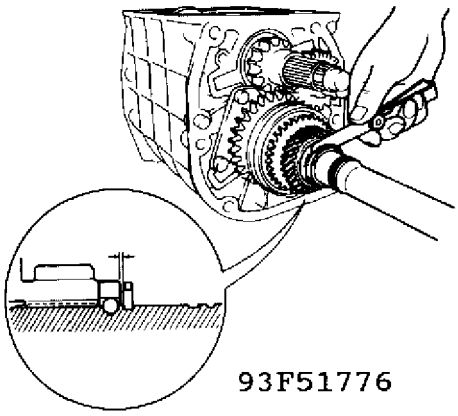

Fig. 7: Measuring Clearance Between "C" Washers & Thrust Washer (R-Type)
4. While pushing the "C" washers forward, measure the clearance between the "C" washers and thrust waster. (See Fig. 7).